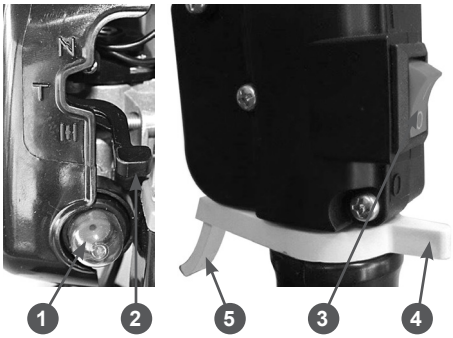

Рис. 2 Органы управления двигателя
3. Прокачайте топливо через карбюратор. Для этого нажимайте (примерно 5-10 раз) на ручной топливный насос 1 (Рис. 2) до появления в насосе топлива и возникновения сопротивления при нажатии.
4. Установите рычаг 2 воздушной заслонки (Рис. 2) установите в крайнее верхнее положение (N).
5. Установите выключатель зажигания 3 (Рис. 2) в положение I (Включено).
6. Нажмите на рычаг 4 блокировки рычага газа 5 (Рис. 2) и разблокируйте рычаг газа. После этого нажмите на рычаг газа и удерживайте его в полностью нажатом состоянии.